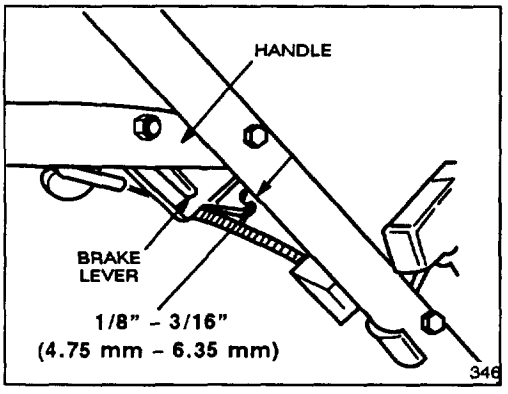

Figure 22
2. CHECK ADJUSTMENT (Fig. 22)—Move control bar toward handle until slack in wire is removed. Gap between brake lever and handle must be 1/8"–3/16". See step 3 for adjustment.